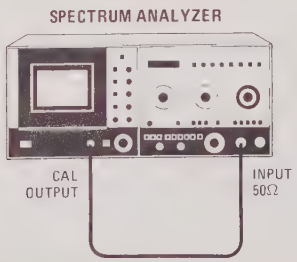

Figure 5-6. Orthogonality, Trace Alignment and Pattern Adjustment Test Setup
c. Connect 100 MHz CAL OUTPUT signal to front panel INPUT 50Ω connector (see Figure 5-6).